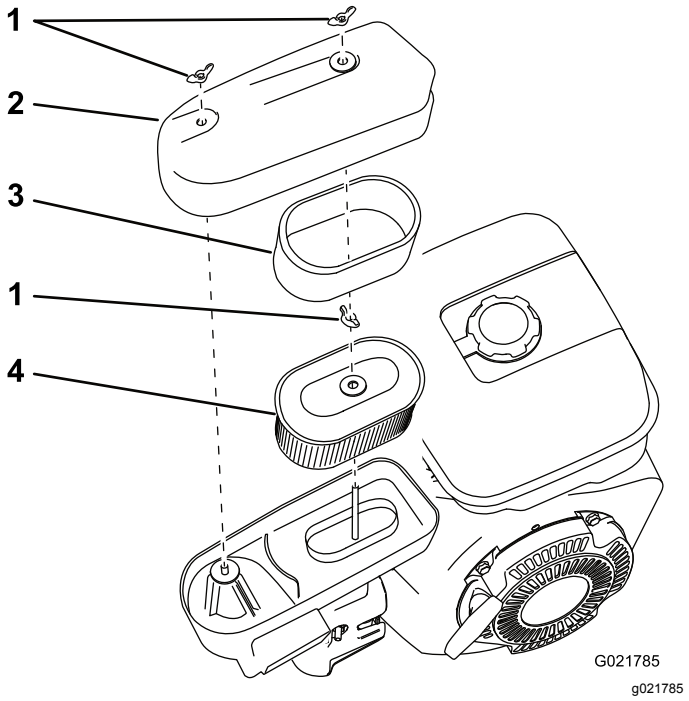

Рисунок 19
3. Выверните барашковые гайки, которые крепят крышку (Рисунок 19).
6. Снимите элементы из пеноматериала и бумаги с основания (Рисунок 19).
7. Снимите элемент из пеноматериала с бумажного элемента (Рисунок 19).